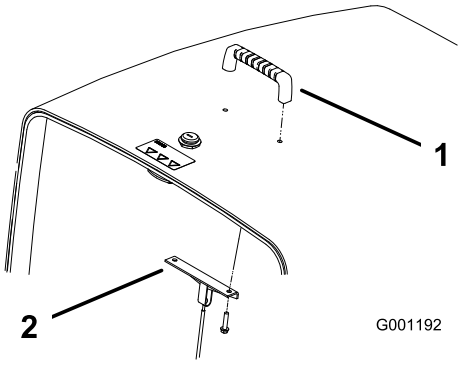

Figur 5
2. Monter håndtaget og kabelbeslaget på motorhjelmen med to skruer (Figur 5).